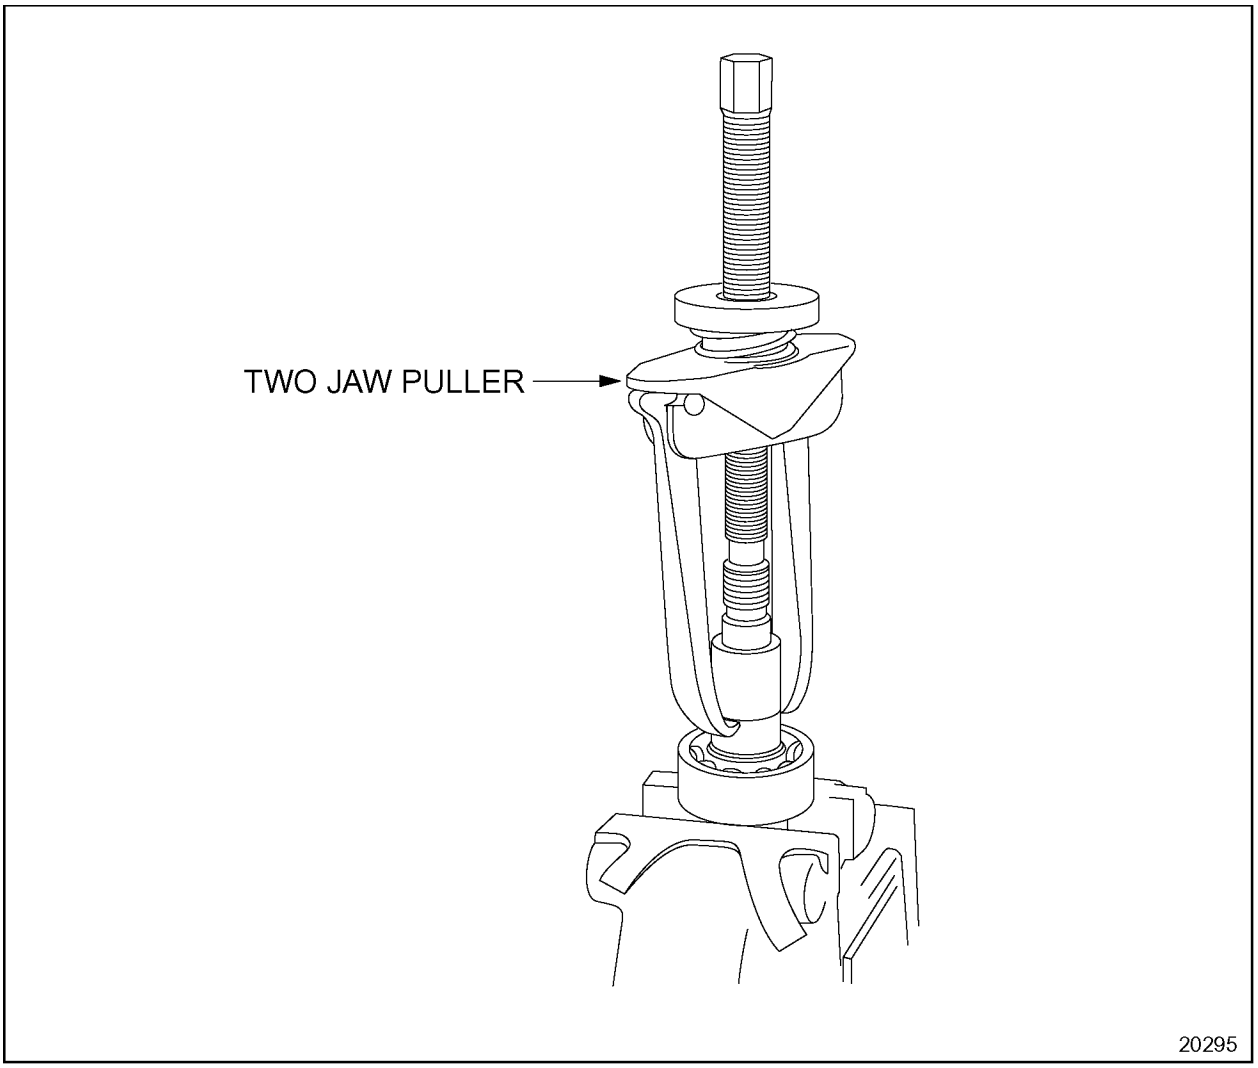

Figure 1-465 Bearing Inner Race Removal
15. Remove the needle bearing inner race from the accessory drive shaft with a two jaw puller utilizing the slots provided in the shaft. See Figure 1-465.